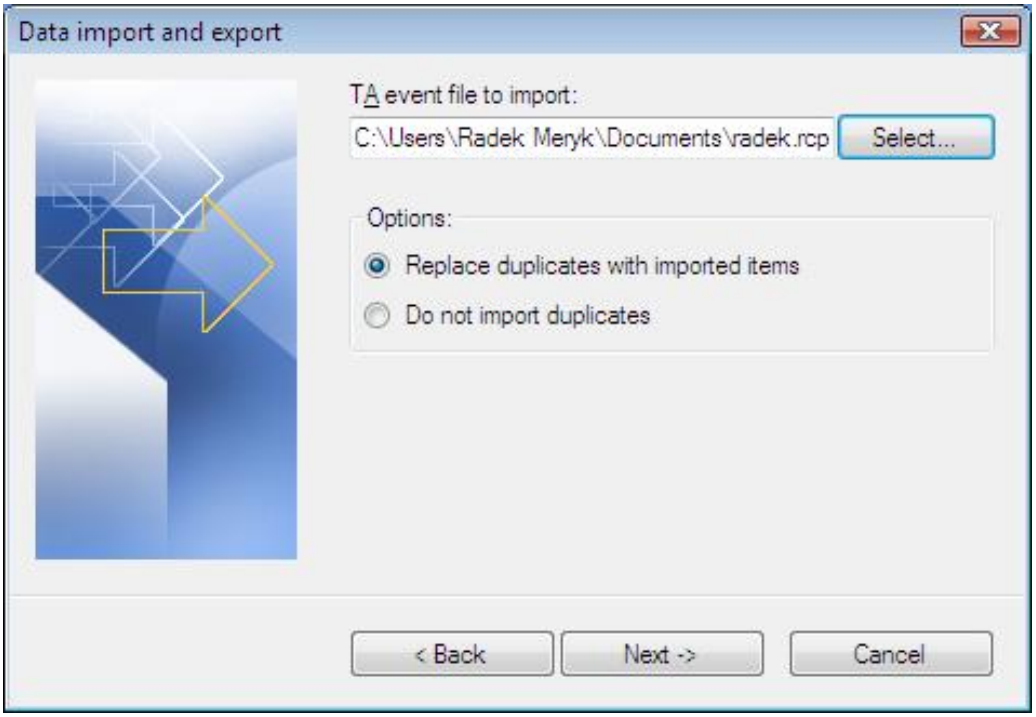

Figure 9. *Data import and export wizard — step 3*
- Step 3. Select location to your T&A event file (Figure 9). Using available options you can choose a method of resolving conflicts in case, the imported value is already in database. If you choose **Replace duplicates with imported items**, duplicate values existing in the database will be overwritten by the imported values. The **Do not import duplicates** option skips duplicated records. Two T&A events are assumed equal, if their date/time, reader ID and event type are identical.